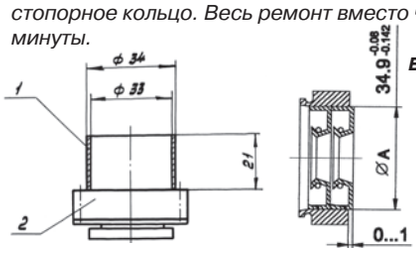

Рис. 2. *Доработка серийного стакана сальника "Ветерка-8" для установки двух сальников 600622СБ. Биение ∅А относительно посадочного места не более 0.03 мм.*
2. Пружинный браслет сальника слетает при монтаже и плохой обработке конуса на валу (пятна коррозии). Кромка сальника подворачивается и пружинка соскакивает. Для капитального решения вопроса герметичности редуктора рекомендуем установку двух сальников по предлагаемому чертежу (рис. 2).